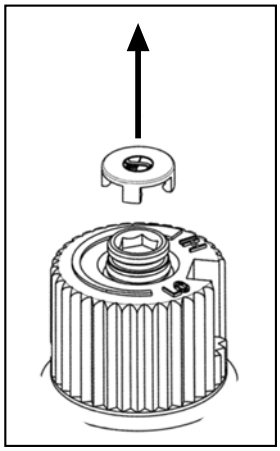

**Figure 11: Removing valve cap.**
a) Remove the black protection cap from the HI/LO knob by hand shown in Figure 11.
g) Re-attach the black protection cap that was removed in step a (Figure 11).